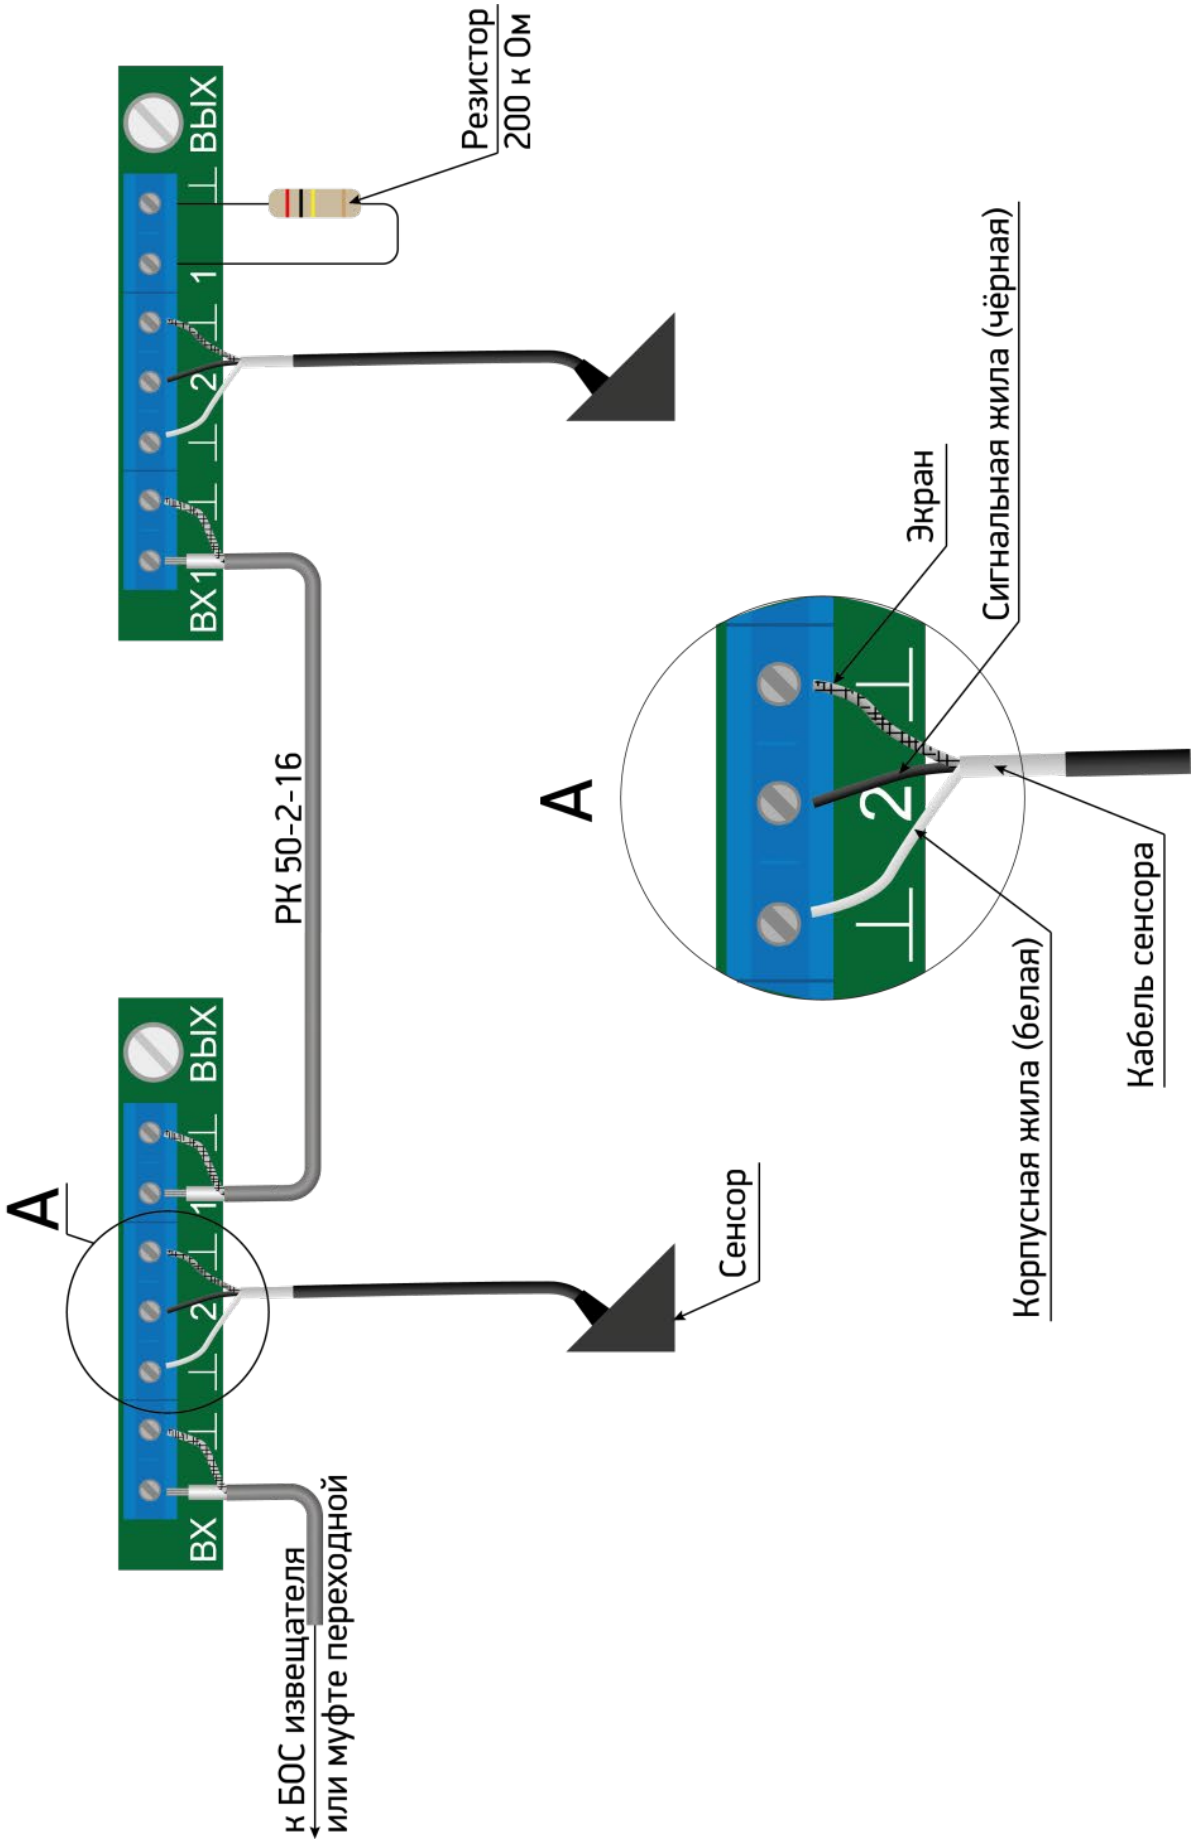

Рисунок 4.34
– центральную жилу кабеля соединительного РК, предназначенного для подключения к входу БОС либо к муфте переходной (в зависимости от проекта), подключить к клемме «1 ВХ», а экранирующую оплетку - к клемме «⊥» (рисунок 4.34);
– подключить сигнальную жилу кабеля сенсора (изоляция чёрного цвета) к клемме «2», вторую жилу (изоляция белого цвета) и экран кабеля сенсора подключить к двум крайним клеммам «⊥» (рисунок 4.34);
– центральную жилу кабеля соединительного РК, предназначенного для подключения к следующему РЧС-Т, подключить к клемме «1 ВЫХ», а экранирующую оплетку - к клемме «⊥» (рисунок 4.34);